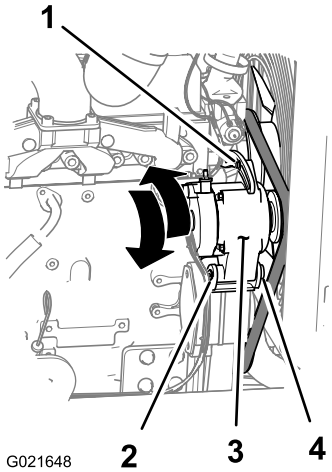

Figure 148
3. Desserrez l'écrou et le boulon au point de pivotement de l'alternateur (Figure 148).
4. Desserrez le boulon de réglage sur l'alternateur (Figure 148).
5. Éloignez l'alternateur du moteur pour accroître la tension de la courroie et rapprochez l'alternateur du moteur pour réduire la tension de la courroie (Figure 148).
6. Resserrez le boulon de réglage de l'alternateur (Figure 148).
8. Si la tension de la courroie est correcte, serrez l'écrou et le boulon au point de pivotement de l'alternateur (Figure 148); dans le cas contraire, répétez les opérations 4 à 7.